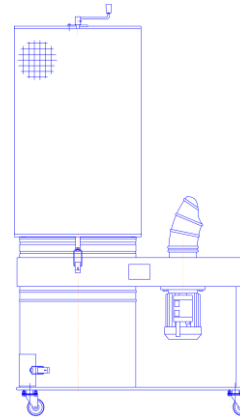

Рис. 2
- II УВП-2000АК – на основании с 4-я колесными опорами рис. 2.